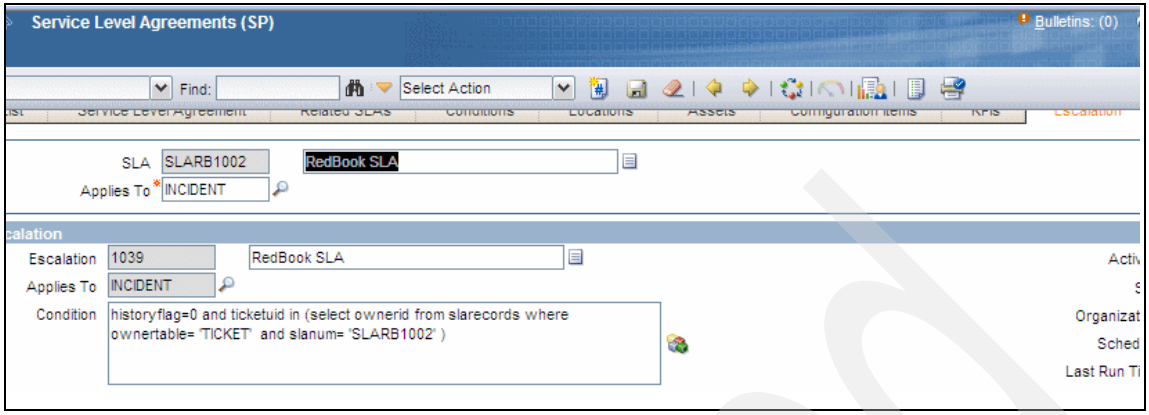

Figure 3-62 Create an escalation
3. Go to the **Escalation** Tab. You will see that an escalation was created and a condition added, as shown in Figure 3-62 on page 71.